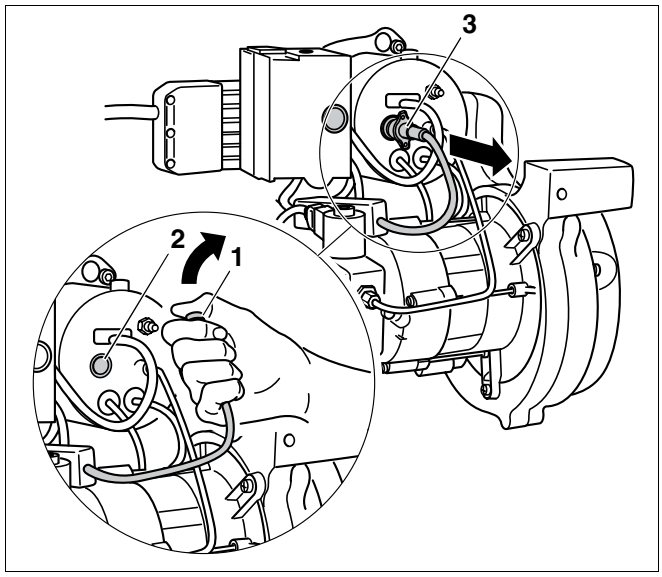

Fig. 57 Verificare il funzionamento del sensore di fiamma
- Con il bruciatore in funzione estrarre il sensore di fiamma dal supporto afferrando l'apposita impugnatura (fig. 57, **pos. 3**).
- Coprire il sensore di fiamma (fig. 57, **pos. 1**). All'avvio si deve eseguire un disinserimento per guasto.
- Dopo un tempo di attesa di circa 30 secondi riarmare il dispositivo combustione gasolio premendo il tasto di riarmo (fig. 57, **pos. 2**).